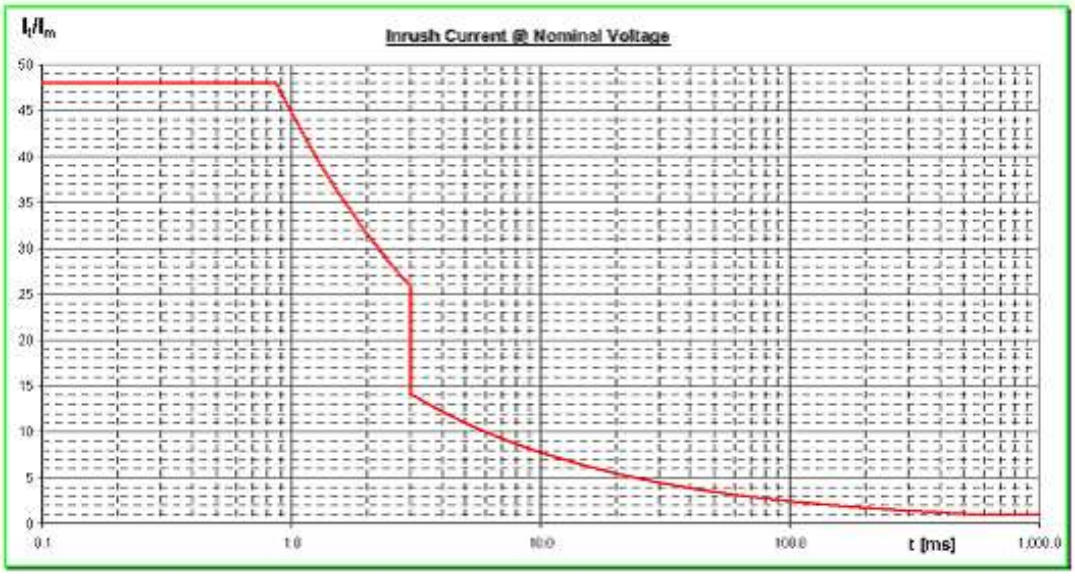

Figure 3: Maximum inrush current characteristics for telecommunications equipment at nominal voltage and maximum load
(5) Supply protection	The supply at interface "A" shall be protected by circuit breaker or other such devices. Circuit breaker is installed outside GX4000.
(6) Maximum current drain following abnormal service	Maximum current drain at any voltage in the normal and abnormal voltage range at interface "A" lasting for longer than 1 second shall not exceed 1.5 times the maximum continuous current drain at normal working voltage of -48 Vdc.
(7) Inrush current	In accordance with Figure 3, ETSI EN300 132-2 V2.2.1 (2007-05)